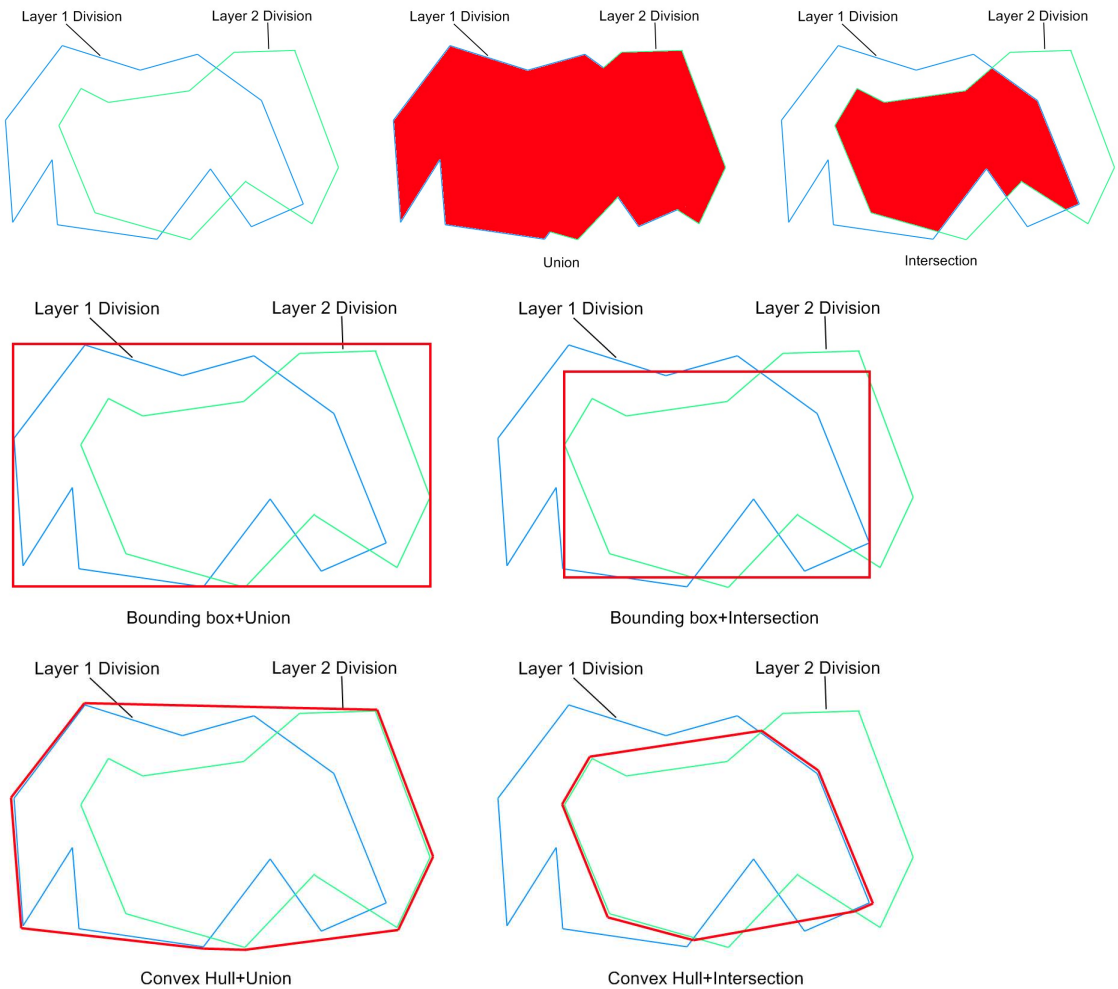

**Figure 6-6: Auto Size Boundary combinations**
- Different combinations of shape and layer-combining are shown in Figure 6-6.